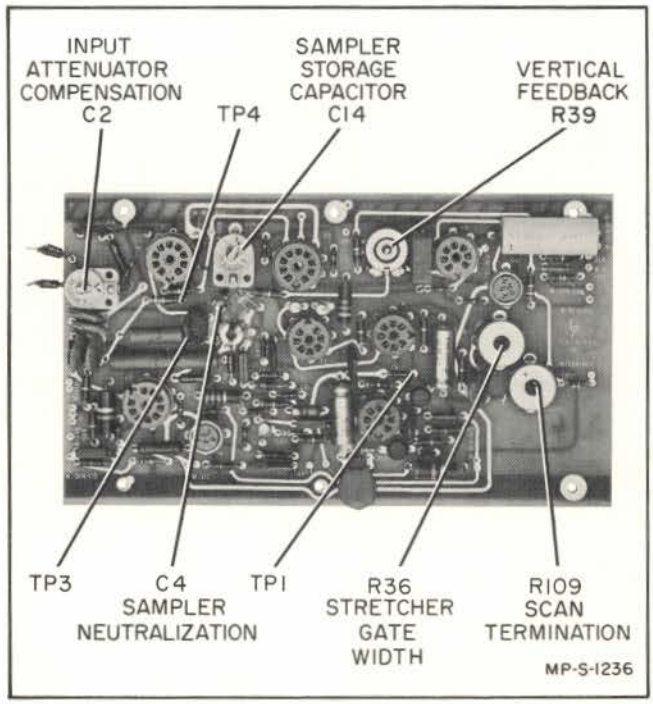
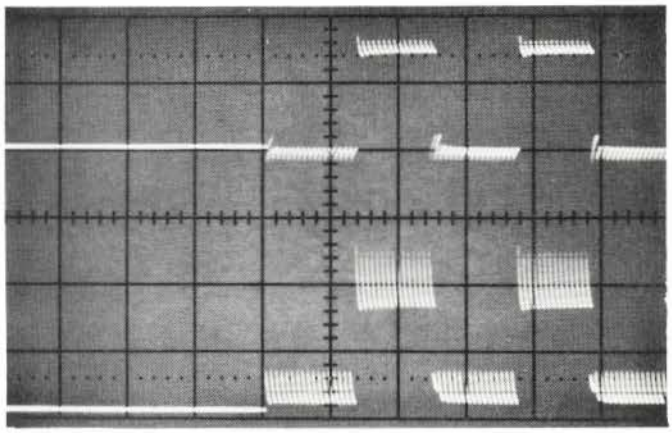
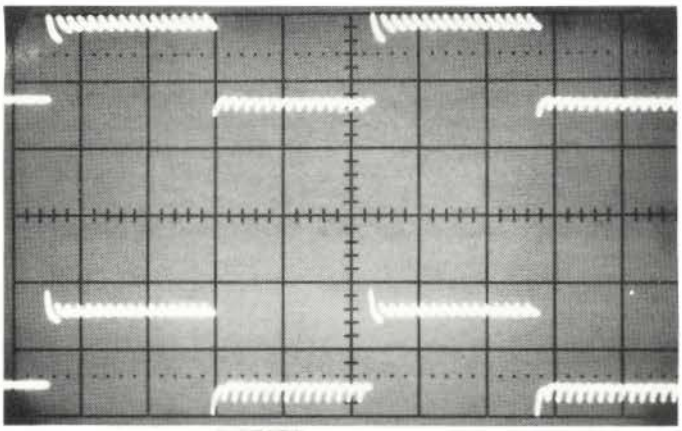

Figure 5-2. A1 Sampler Assembly, Location of Adjustments and Test Points
Figure 5-4. Vertical Feedback Adjustment
Figure 5-5. Sampler Storage Capacitor Adjustment
b. Connect Test Oscilloscope through a compensated probe to the collector of stretcher blocking oscillator Q3 (TP1, figure 5-2).
c. Adjust Stretcher Gate Width (R36, figure 5-2) so that the positive-going portion of the waveform is 1.2 μsec wide at the half-amplitude point.
d. Adjust Scan Termination (R109, figure 5-2) so that the marker appears 11 cm after the start of the sweep.
b. Connect the Test Oscilloscope through a compensated Probe to pin 8 of V1 (TP3, figure 5-2).
d. Adjust Input Attenuator Compensation (C2, figure 5-2) for the best square wave as viewed on the Test Oscilloscope.
d. Connect the Test Oscilloscope through a compensated probe to pin 3 of V1 (TP4, figure 5-2). Set the Test Oscilloscope sweep time to 5 msec/cm and select dc coupling.
e. Adjust Vertical Feedback (R39, figure 5-2) so that the decay between samples is toward the center of the graticule from both sides of the square wave (see figure 5-4) as viewed on the Test Oscilloscope.
f. Adjust Sampler Storage Capacitor (C14, figure 5-2) so that the amplitude of the first sample of each half cycle of the square wave is the same as that of the succeeding samples (see figure 5-5).
k. Observe the trace on the Test Oscilloscope and adjust Vertical Feedback (R39, figure 5-2) for no decay between samples.
d. Observe the waveform on the Test Oscilloscope and adjust Sampler Neutralization (C4, figure 5-2) for the best square wave.